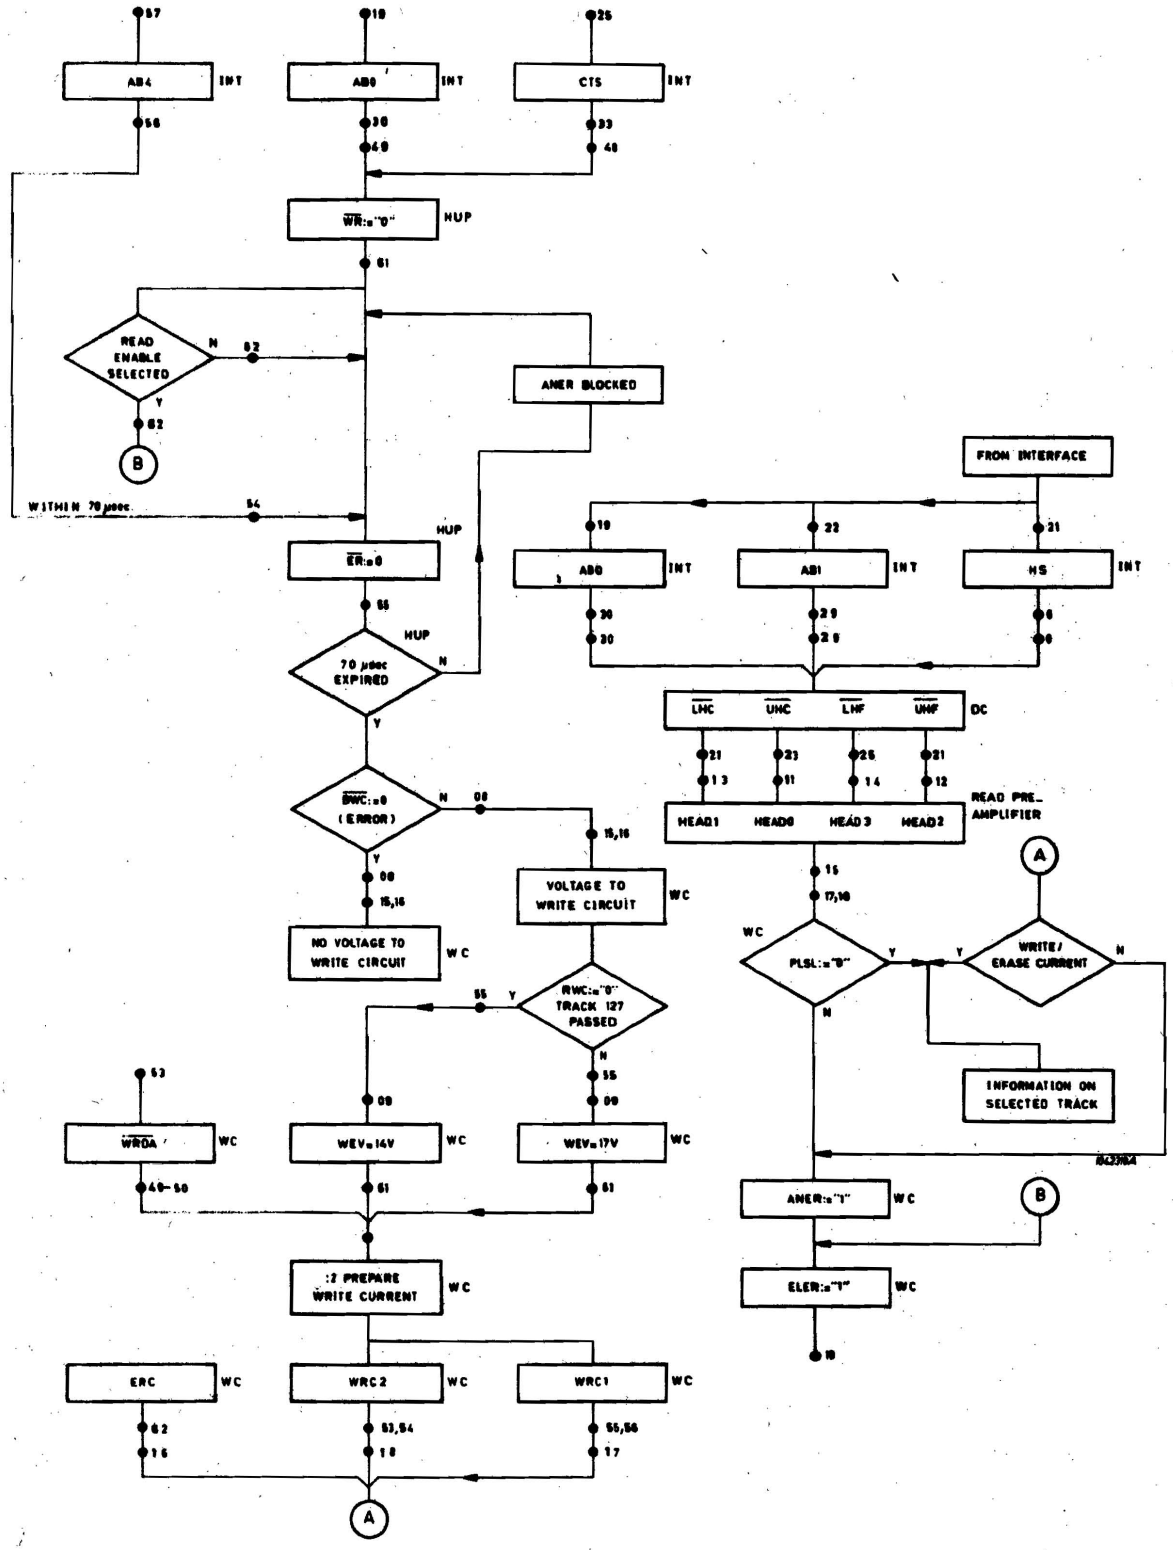

Figure 3-27 WRITE HEAD SELECTION
Fig. 3-27 shows a flow diagram of head selection and write operation.
7.10 WRITING (Figure 3-27)
Before writing can be initiated, one of the heads must be selected (signals HS, AB0 and AB1, see figure 3-27).